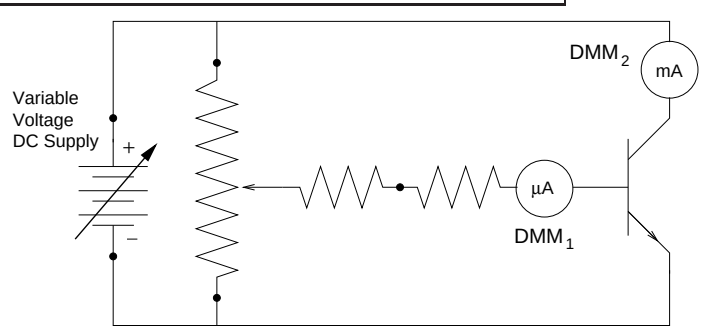

Figure 2
1. *CURRENT Amplification:* Measure β for various emitter to collector voltages, V_{ec}. Set up the circuit as in Fig. 2.
2. (Optional) *MEASUREMENT OF I_c vs V_{eb}:* Remove the multimeter DMM_1 (used as a microammeter) from the circuit of Fig. 2 and use it instead as a voltmeter to measure the emitter to base voltage V_{eb}. With the variable power supply set to give 7 V for V_{ec}, use the voltage divider to vary V_{eb}. Read and record both V_{eb} and I_c for 10 reasonably spaced values of V_{eb}. Plot I_c vs V_{eb}. The results are very similar to a diode curve (as expected since I_c is proportional to I_b over the region where β is a constant).